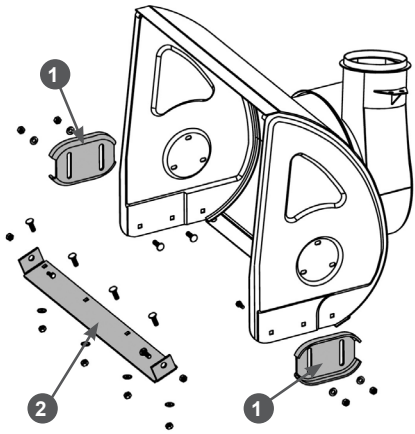

Рис. 45 Обслуживание кожуха шнеков
1. Открутите гайки, извлеките болты крепления полозков 1 (Рис. 45) и снимите полозки с кожуха шнеков.
2. Переверните полозки на 180 градусов или установите новые полозки и закрепите их четырьмя болтами и гайками (Рис. 45). Перед окончательной затяжкой гаек отрегулируйте высоту забора снега.
Для наглядности на Рис. 45 кожух шнеков показан без шнеков, редуктора и валов.
1. Открутите гайки, извлеките болты крепления и снимите нижнюю накладку 2 с кожуха шнеков (Рис. 45).
2. Установите новую нижнюю накладку и закрепите ее болтами и гайками (Рис. 45).